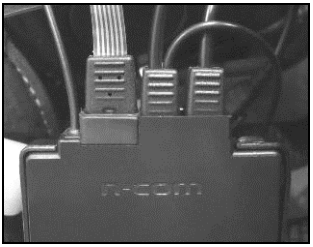

Abb. 35
- Führen Sie den Stecker behutsam in die für ihn bestimmte Buchse ein und vergewissern Sie sich, dass er dort vollständig eingefügt ist (Abb. 35).